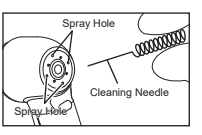

Fig. 13
1) Use the cleaning needle (supplied as accessory for the handpiece) to clean the spray holes, remove dirt and debris from inside and outside, especially when the spray holes are clogged, or spray does not exit evenly from the holes (Fig. 13).